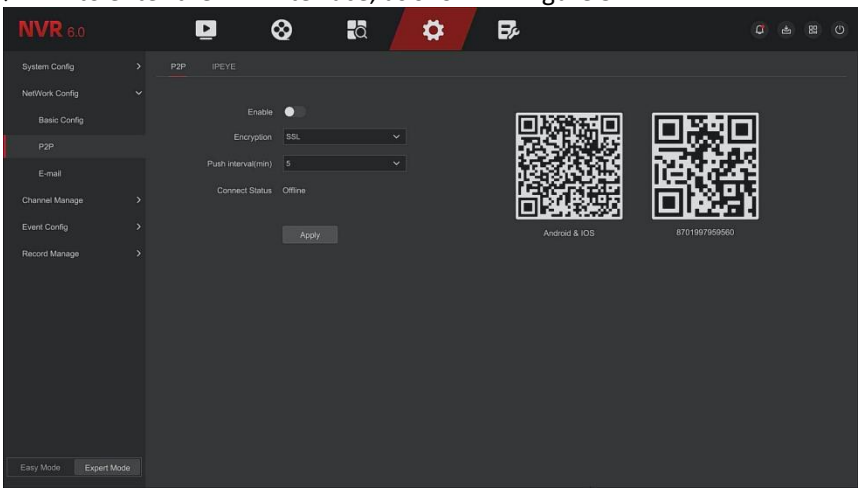

Figure 5-71
Step 1: On the main menu page, click " Config →Easy Mode → Network Config →P2P" to enter the P2P interface, as shown in Figure 5-71.